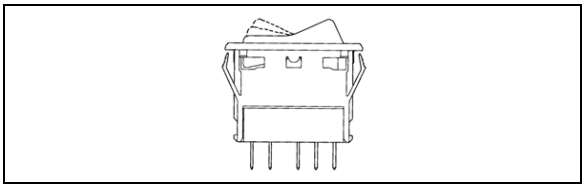

FIGURE 31: SWITCH
3. To install a new switch, reverse the procedure (**FIGURE 31**).